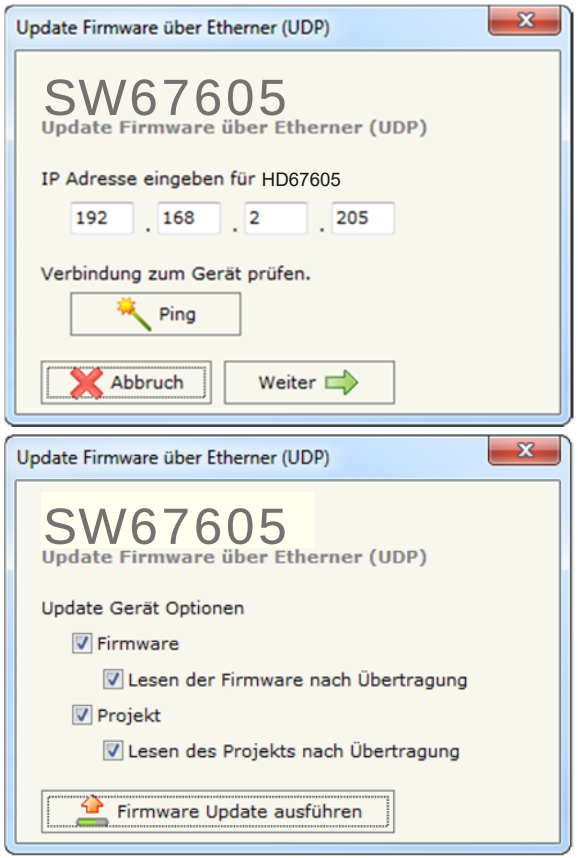

Abb. 9: Geräteupdate
- Wählen Sie aus, welche Operationen Sie durchführen wollen (Abb. 9).